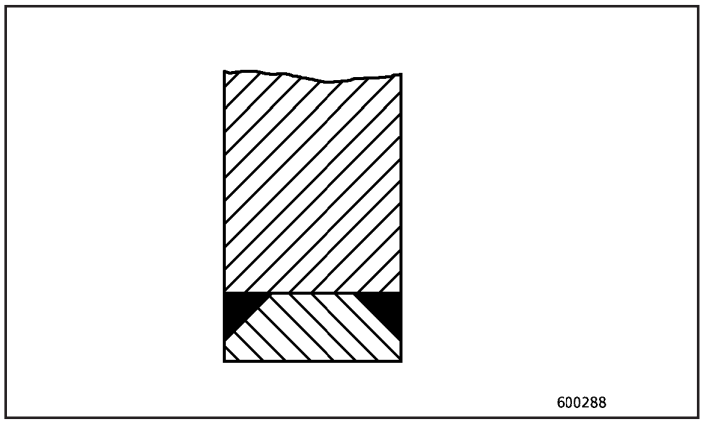

Fig.27
3. Os cordões estão perfeitamente protegidos. Esta disposição de soldagem de tiras de proteção é recomendada (Fig. 27).